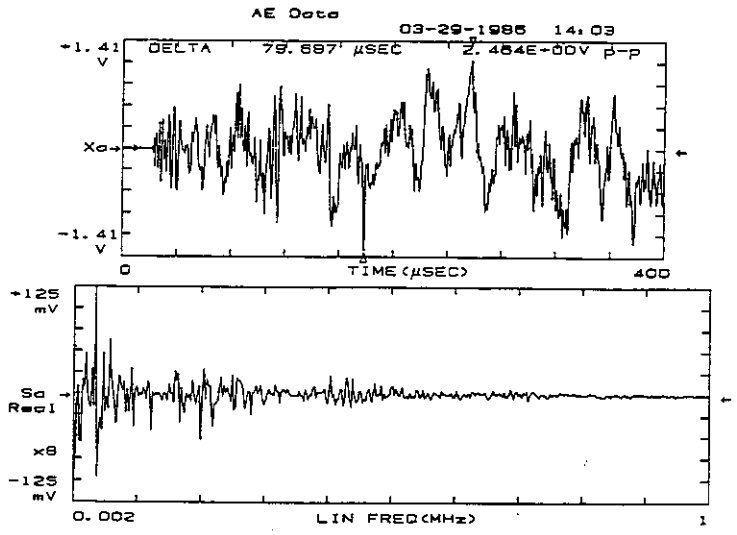

図 5 - 11 AE 波形の複素スペクトラム
③ BOTH表示にして、上段に複素スペクトラム、下段に〔図 5 - 10〕の伝達関数がくるようにします。